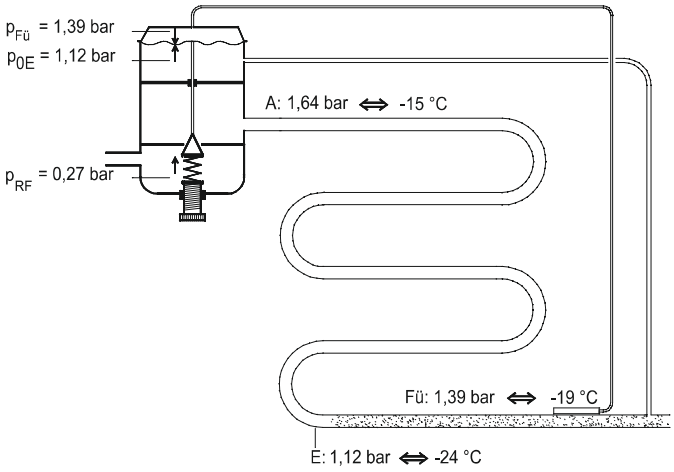

Abb. 1.5 TEV mit äußerem Druckausgleich an einem Verdampfer mit hohem Druckabfall
25. Bearbeiten Sie folgende Aufgaben zum dargestellten Regelkreis Drosselorgan-Verdampfer (Abb. 1.5):